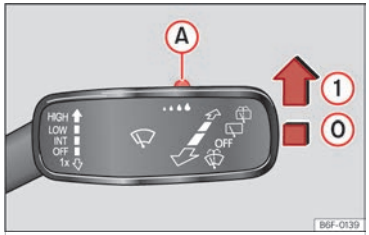

Fig. 109 Palanca del limpiaparabrisas: ajustar el sensor de lluvia Ⓐ.
Presione la palanca a la posición deseada ››› fig. 109.
Tras desconectar el encendido y volver a conectarlo, el sensor de lluvia permanece activado y funciona de nuevo cuando el limpiaparabrisas está en la posición ››› fig. 109 ① y se circula a más de 16 km/h (10 mph).